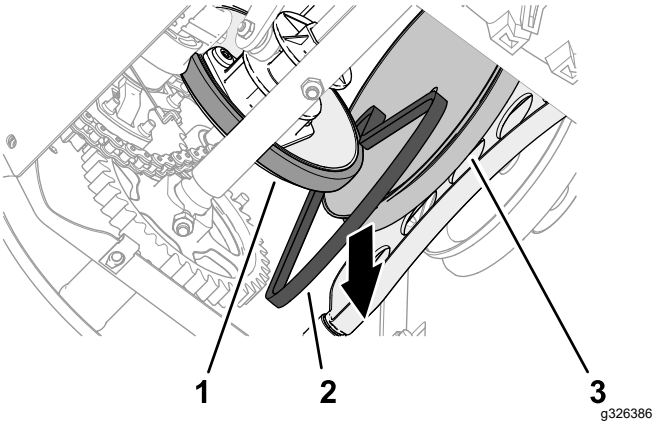

Figuur 48
7. Duw de tractie-aandrijfriem tussen de frictie-aandrijfplaat en de tractiepoelie en neem de riem van de machine (Figuur 48).